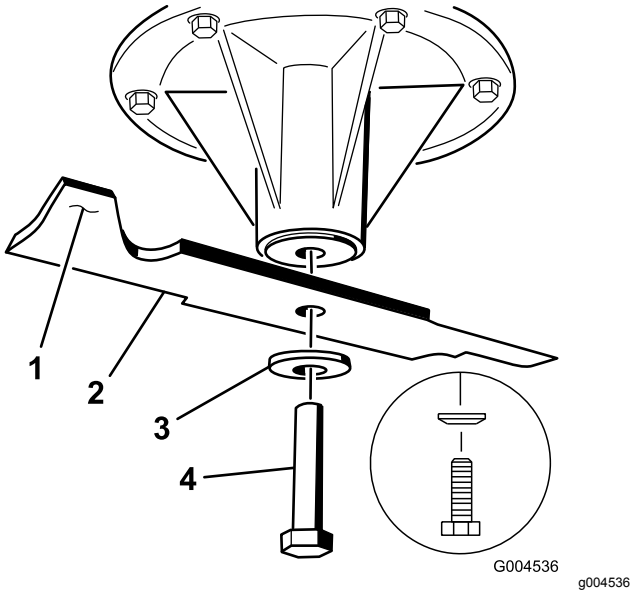

Figur 78
2. Avlägsna knivskruven, den böjda brickan och kniven från spindelaxeln (Figur 78).
3. Om kniven inte är balanserad kan du fila bort lite metall från knivens segeldel (Figur 78).